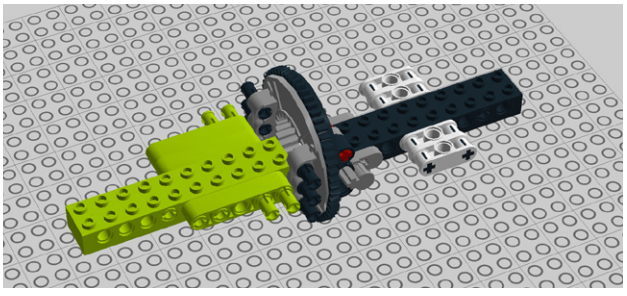

Figure 7-89. *Step 82: Attaching the assembly you built earlier*
82. Next, attach the assembly from Step 75 as shown in Figure 7-89.